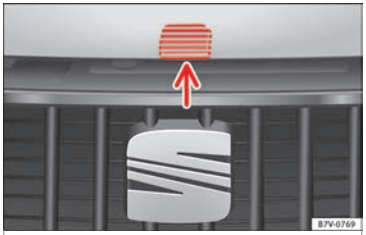

Fig. 163 Release lever to open the bonnet in the radiator grille
- Lift the bonnet using the release lever ››› Fig. 163 (arrow) and open the bonnet fully. The bonnet is held open thanks to the gas strut.